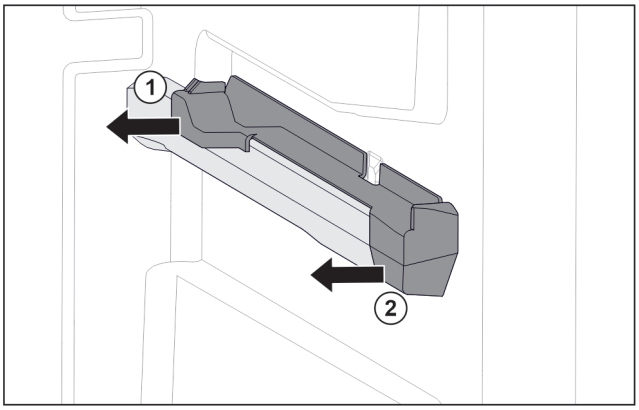

Fig. 140 Attachment on the right moulded rib
▶ Pull off attachment at the back sideways. *Fig. 140 (1)*
▶ Pull off attachment at the front sideways. *Fig. 140 (2)*